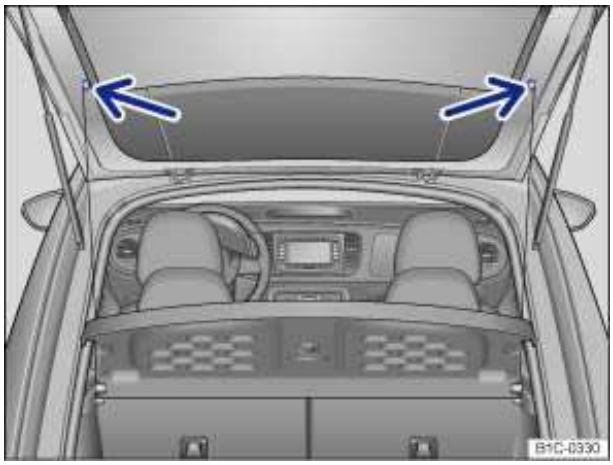

Fig. 77 On the rear hatch: Installing and removing the supporting cords.
- Unhook the supporting cords from each side of the rear hatch ⇒ fig. 77 (arrows).
- Ho**OK** the supporting straps onto the rear hatch ⇒ fig. 77 (arrows).